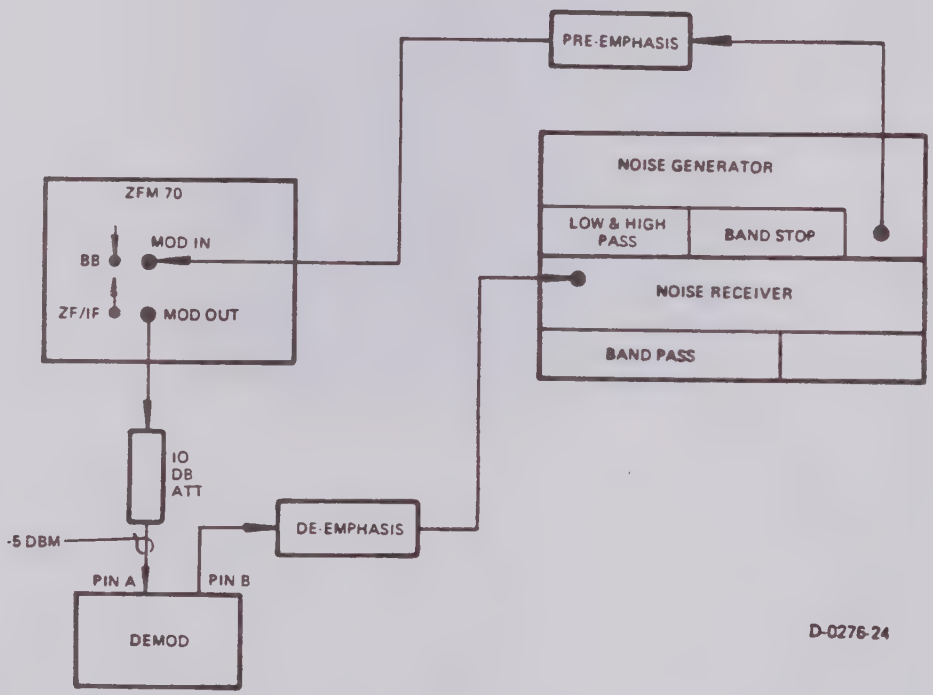

Figure 8. NPR Test Setup
a. Set up the equipment as shown in figure 8. Test for 432 channel capacity first, insure correct high and low pass filters and proper baseband level (consult table 1) into the ZFM-70 modulator. The zero reference on the receiver may be set with the BB level potentiometer of the demodulator and the set reference control of the receiver, and may be fine tuned with the equalizer controls on the noise receiver. Observe and maximize, if necessary, the NPR reading at the 14 kHz slot with L5 and the 1730 kHz slot with L1 and L2 in that order.